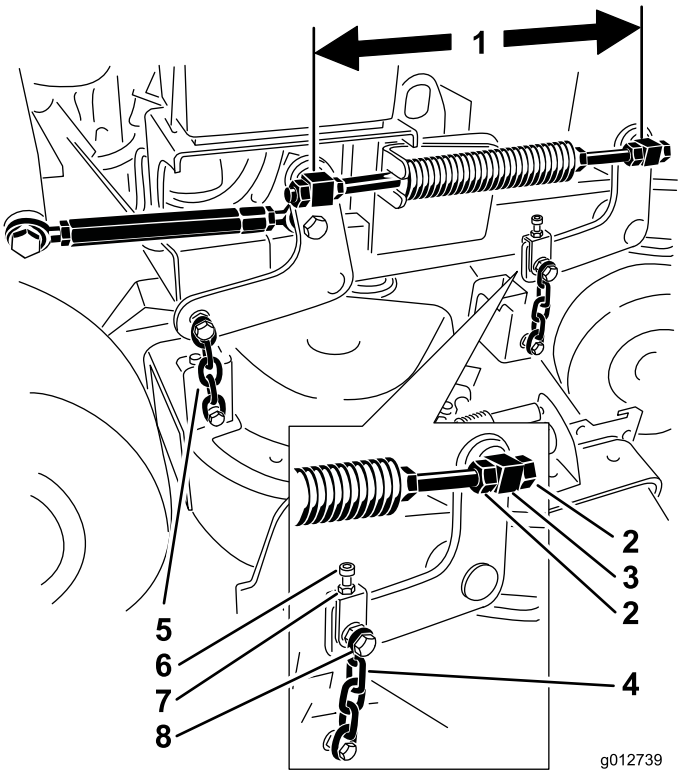

Figure 83
6. Contrôlez la distance entre les centres des pivots (entraxe) sur la tige filetée. Elle doit être de 49,5 cm (19,5 po) pour les tabliers de 36 pouces et de 43,7 cm (17-3/16 po) pour les tabliers de 102 cm (40 po) (Figure 83).
9. Utilisez les écrous de blocage du pivot avant pour régler la longueur entre les pivots avant et arrière de ce côté (Figure 83).
11. Utilisez le boulon de réglage pour égaliser la tension des deux chaînes avant (Figure 83).
5. Desserrez l'écrou du boulon de chaîne supérieur ainsi que l'écrou de blocage du boulon de réglage (Figure 83).
6. Utilisez le boulon de réglage pour que la lame soit plus basse de 6 à 10 mm (1/4 à 3/8 po) à l'avant au point **A** qu'à l'arrière au point **B** (Figure 83).